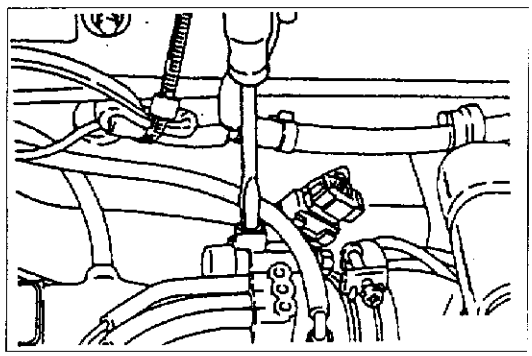

图 3－2－12
(6)如果怠速不在标准值范围内，则可转动发动机转速调整螺钉(SAS)做必要的调整。如图 3－2－12 所示。